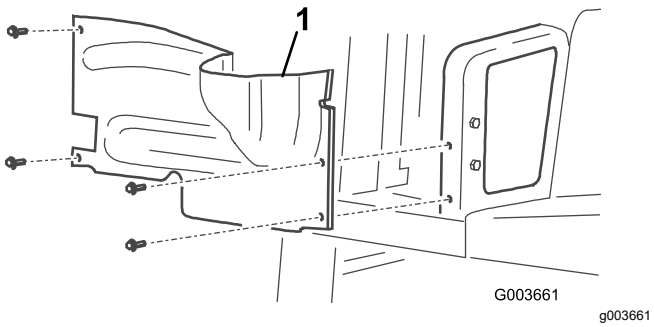

Figura 2
7. Retire os 4 parafusos que fixam o resguardo da roda direita à estrutura e retire o resguardo (Figura 2).